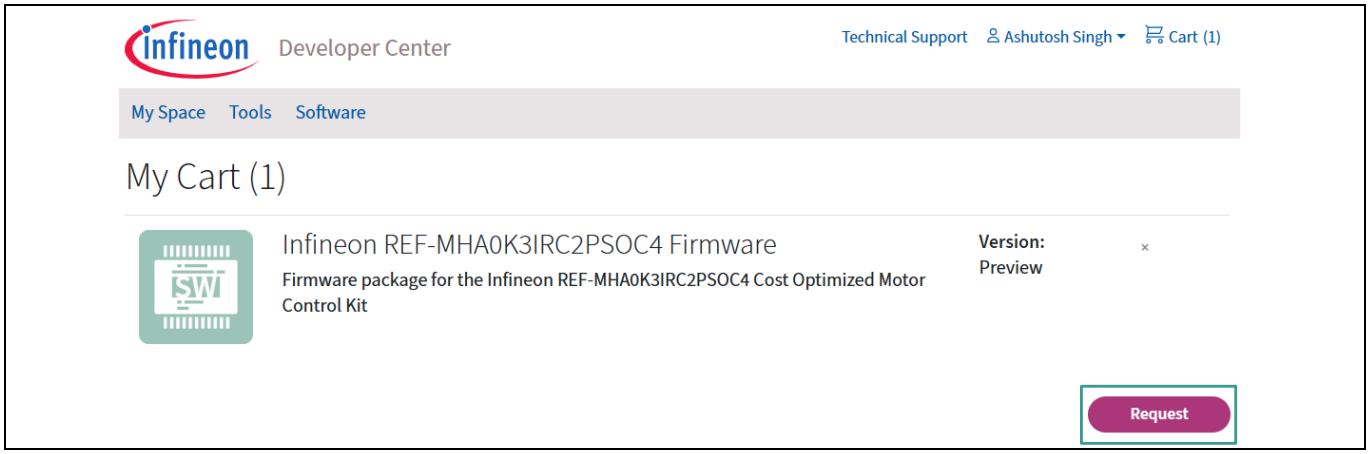

Figure 4 Request access to the package added in cart
4. Click the "**Request"** button as shown in Figure 4 to request an access to the package added in the cart.